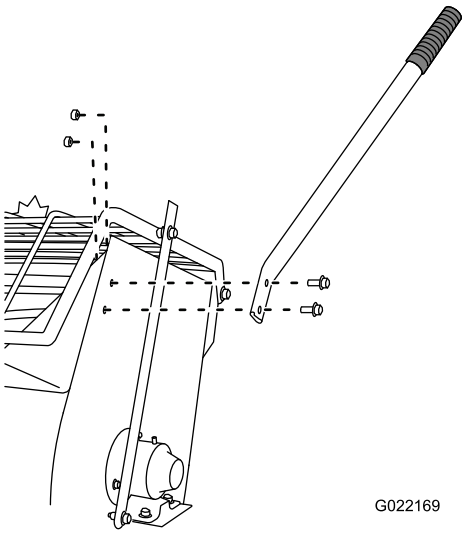
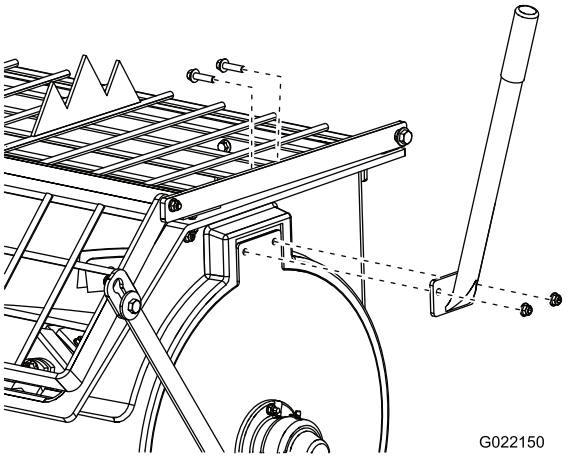
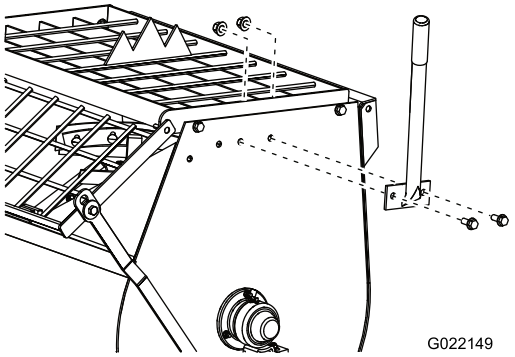

Figure 3
Figure 4
Figure 5
2. Placez la poignée de vidage de sorte à aligner ses trous de boulon sur ceux de la cuve (Figure 3, Figure 4 ou Figure 5).
3. Insérez les 2 boulons dans les trous de la poignée et de la cuve (Figure 3, Figure 4 ou Figure 5).